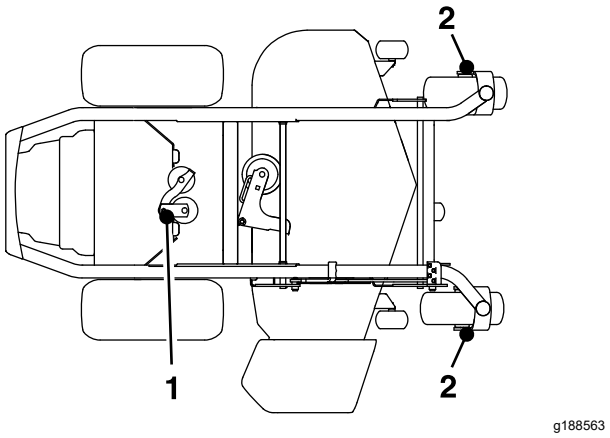

Figur 39
4. Smør hengselen på pumpens lederullrem med én eller to trykk med fett (Figur 39).
5. Smør de fremre styreakslene (Figur 39).